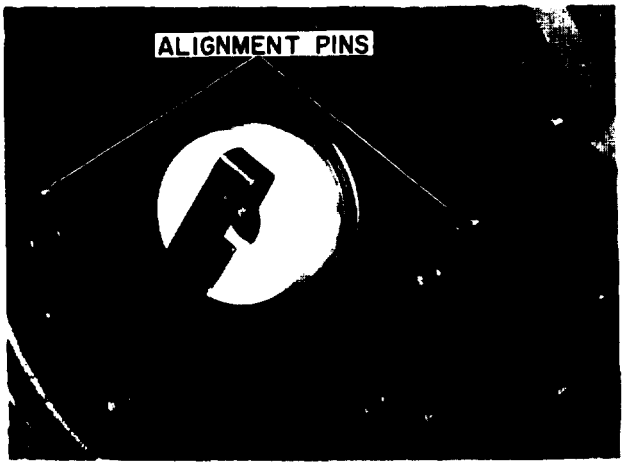

Figure 5-62. Flywheel Housing Installation
l. Coat the housing alignment dowels with non-hardening Permatex and install as shown in figure 5-62.